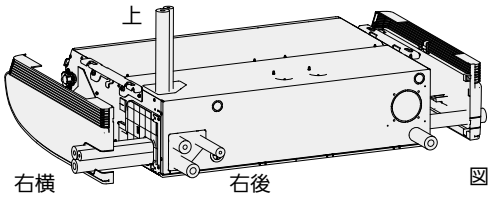

図17
- 冷媒配管の接続部は3方向（右後・右横・上）取り出しが可能です。（図17）